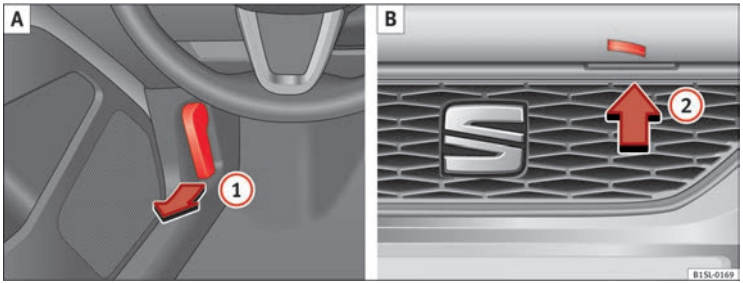

Fig. 112 A : Levier de déverrouillage sur le plancher, côté conducteur. B : Levier de déverrouillage sur le capot-moteur.
- Tirez le levier de déverrouillage (1) dans le sens de la flèche ⇒ fig. 112 **A**. Grâce à l'action du ressort, le capot-moteur est éjecté de l'élément de verrouillage du porte-serrure ⇒ ⚠.
- Soulevez légèrement le capot-moteur et appuyez sur le bouton de déverrouillage (2) **B** dans le sens de la flèche pour ouvrir complètement le capot-moteur.
- Retirez la barre de maintien du capot de son support dans le sens de la flèche (3) **C** et placez-la dans l'ouverture prévue à cet effet (4) **D** (flèche).